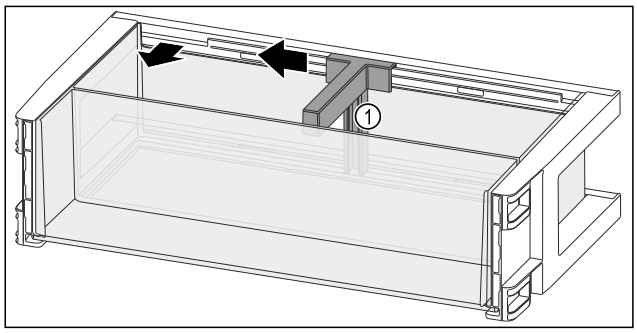

Fig. 122
▶ Împingeți în lateral suportul pentru sticle *Fig. 122 (1)* până la degajare.
▶ Extrageți suportul pentru sticle *Fig. 122 (1)*.